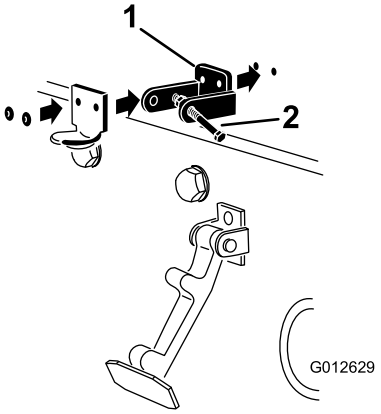

Figur 6
3. Når du nivellerer monteringshullerne, skal du placere CE-låsebeslaget og hjelmlåsebeslaget på motorhjelmen. Låsebeslaget skal være placeret mod hjelmen (Figur 6). Fjern ikke samlingsbolt og -møtrik fra låsebeslagets arm.
5. Nit beslagene og låseskiverne fast til hjelmen (Figur 6).